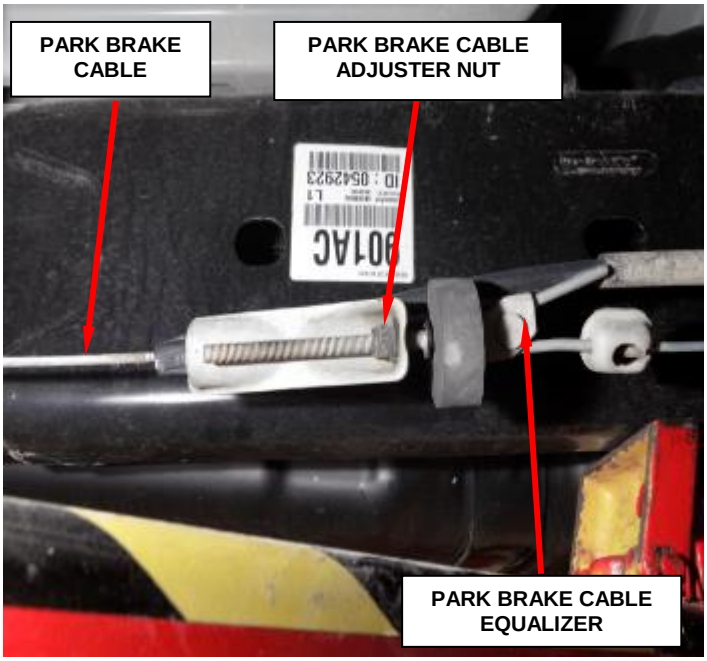

Figure 9 - Park Brake Cable Adjustment
a. Mark the location of the park brake cable adjuster nut (Figure 9).
b. Loosen the park brake cable adjuster nut until the cables are slack (Figure 9).